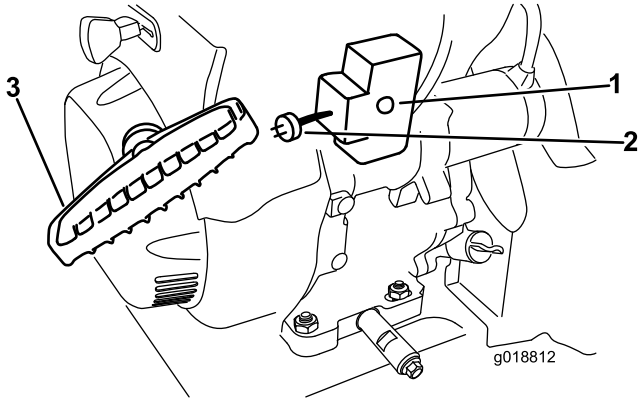

Figur 31
7. Start maskinen ved at trække i tilbageslagsstarthåndtaget eller trykke på den elektriske startknap (Figur 31).